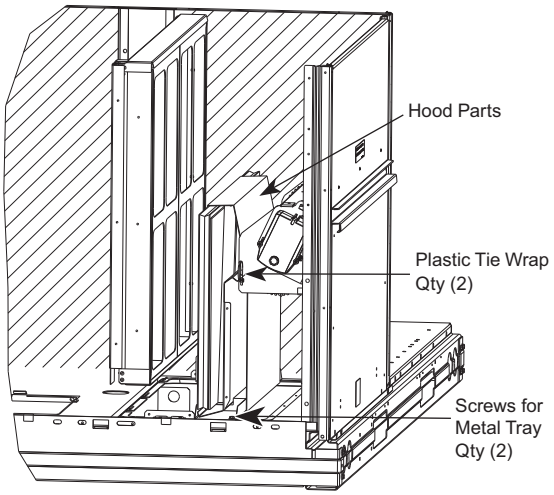

**Fig. 10 — Economizer Hood Package Location**
3. Locate the (2) screws holding the metal tray to the basepan and remove. Locate and cut the (2) plastic tie-wraps securing the assembly to the damper (see Fig. 10). Be careful to not damage any wiring or cut tie-wraps securing any wiring. The indoor coil access panel will be used as the top of the damper hood. Remove the screws along the sides and bottom of the indoor coil access panel.